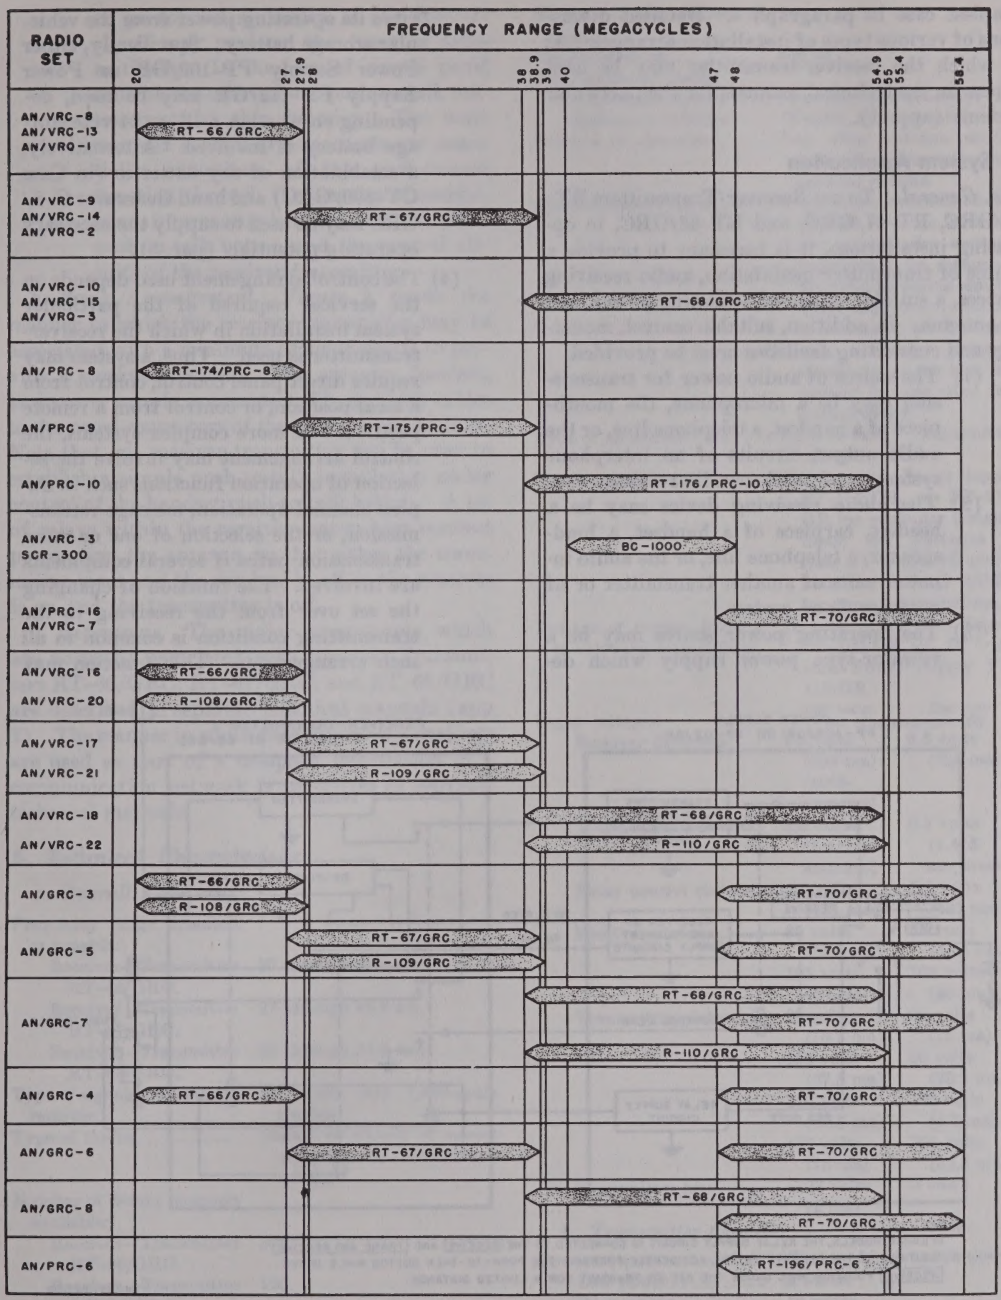

Figure 2. Frequency spectrum chart.
b. The frequency coverage of the receiver-transmitters is indicated in the frequency spectrum chart (fig. 2). An overlap of .9 mc (megacycle) is provided between the bands covered by Receiver-Transmitters RT–66/GRC and RT–67/GRC. Similarly, a .9-mc overlap exists between the bands covered by Receiver-Transmitters RT–67/GRC and RT–68/GRC. The purpose of this overlap is to permit establishing liasion between sets operating in different tactical units. For comparison, the chart also includes the frequency coverage of other radio equipments with which Receiver-Transmitters RT–66/GRC, RT–67/GRC, and RT–68/GRC may be associated in a working net. The chart shows that a considerable overlap exists between Receiver-Transmitter RT–68/GRC and Receiver-Transmitter RT–70/GRC. Each receiver-transmitter may be tuned quickly and accurately in 100-kc (kilocycle) steps, to any one of the detent channels into which its operating band is divided. Alternatively, continuously variable tuning of the entire band is possible. Also, provision is made for presetting two of the detented channels by means of the mechanisms on the tuning controls.